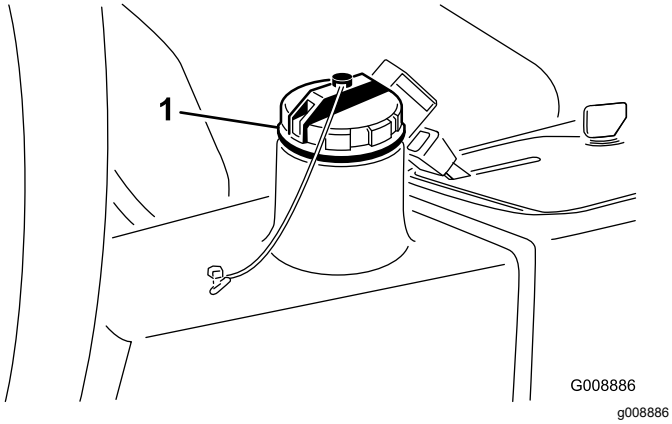

**Figur 74**
2. Rengjør rundt påfyllingshalsen og lokket på hydraulikktanken (Figur 74) og fjern lokket.